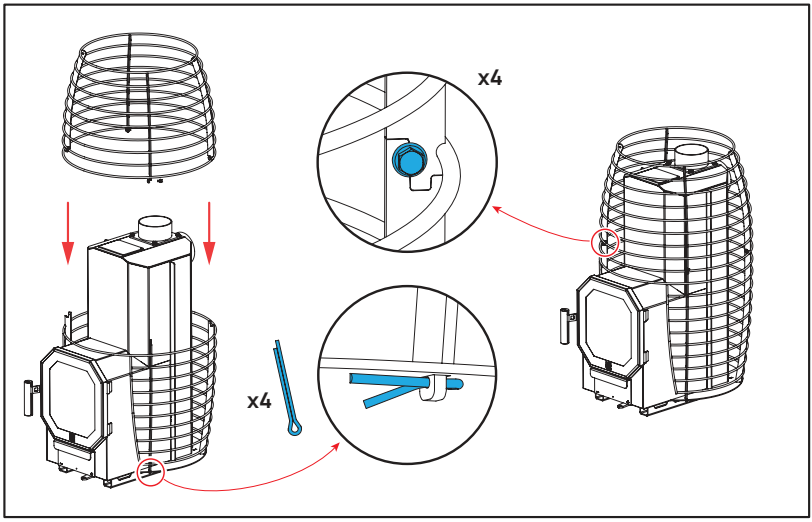

Figure 13. Splitting HIVE Flow stone grid.
- HIVE Flow stone grate can be split. To insert and remove the lower stones, the upper part of the grate should be removed and raised as far as the chimney connection allows **(Figure 13)**.